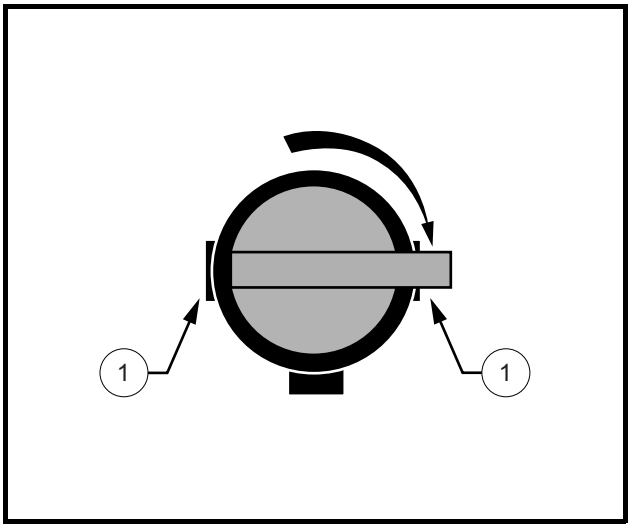

Figure 12 Fuel Shut-off Valve – Closed Position
2. Turn the key switch to the OFF position and place the Forward/Reverse handle in the NEUTRAL position. Remove the key and turn the fuel shut-off valve to the closed (OFF) position when the vehicle is not in use **(Figure 12, Page 24)**. **See also Figure 24 on page 36.**
- **Turn the fuel shut-off valve to the closed (OFF) position (Figure 12).**
6.1. Turn the fuel shut-off valve to the closed (OFF) position **(Figure 12)** and run the engine until fuel remaining in the carburetor and fuel line is depleted and the engine stalls.
- **Turn the fuel shut-off valve to the closed (OFF) position (Figure 12, Page 24).**